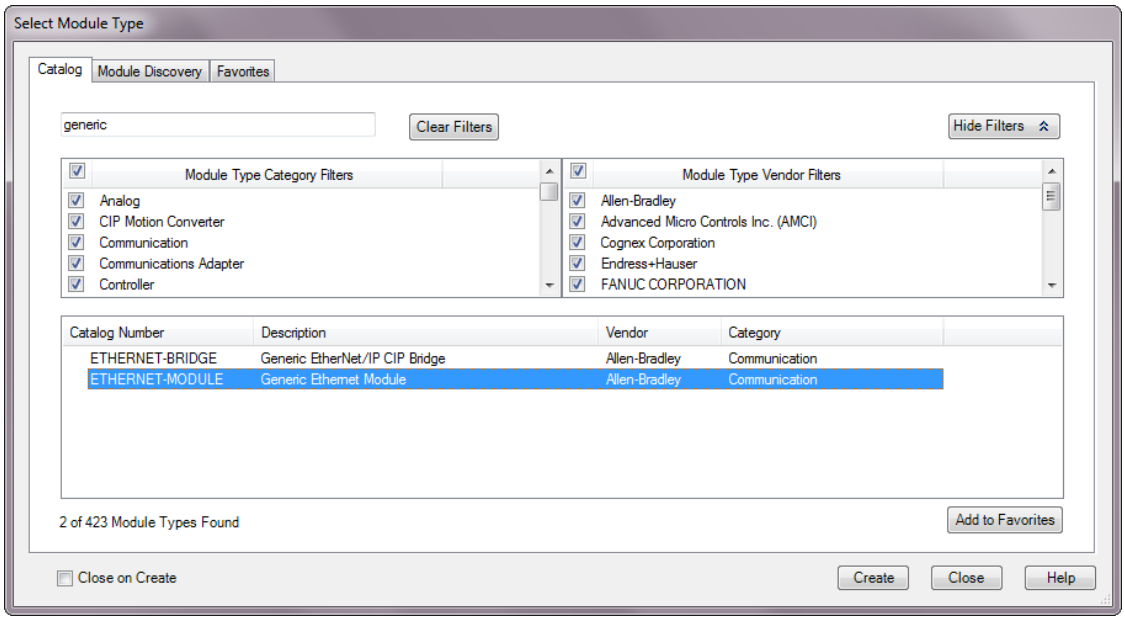

Figure T4.2 Selecting a Generic Device
2) In the resulting Select Module Type screen, type “generic” into the filter as shown in figure T4.2. This will limit the results in the Catalog Number list.